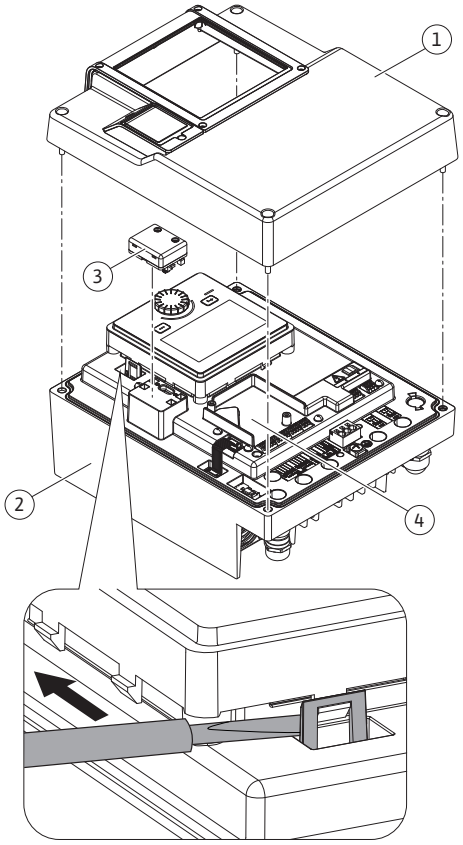
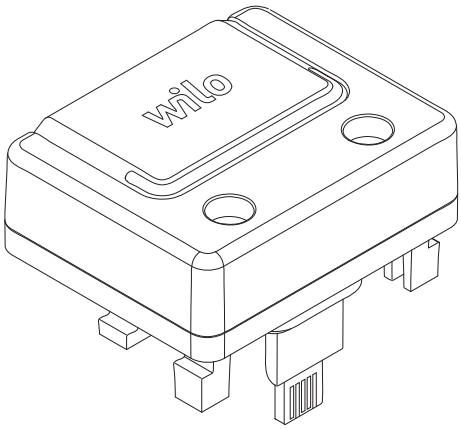

Fig. 26: Electronic module
Fig. 27: Wilo-Smart Connect module BT
The Bluetooth interface Wilo-Smart Connect module BT (Fig. 26, Item 3, and Fig. 27) is used to connect to mobile end devices such as smartphones and tablets. The Wilo-Smart Connect feature is in the Wilo-Assistant app. Using the Wilo-Smart Connect feature, you can operate and adjust the pump and read out pump data. For settings, see "Commissioning" [▶ 48] section.
1. Loosen four screws of the upper part of the electronic module (Fig. 26, Item 1; Fig. I, Item 2).
3. Insert the Wilo-Smart Connect module BT into the designated interface Wilo-Connectivity Interface. See Fig. 26, Item 3.
CIF modules (accessories) are used for communication between pumps and building management systems. CIF modules are plugged into the electronic module (Fig. 26, Item 4)